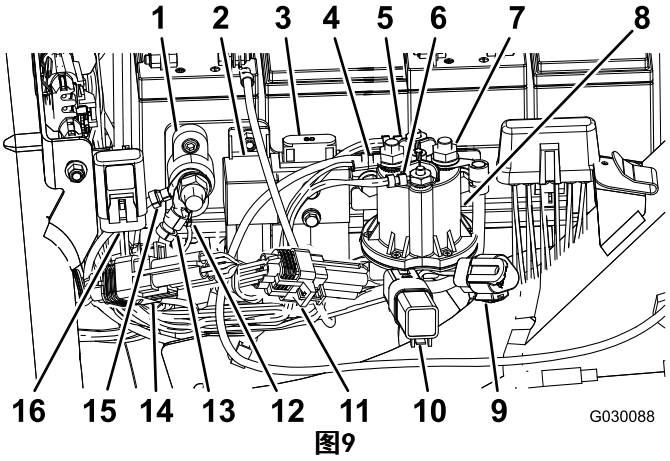

图9
11. 拆下并丢掉保险丝 （10A, 58V） 上的帽，如 图 9 所示。
12. 将带保险丝 （10A, 58V） 的端子插入机架上安装的现有帽中（图9）。
13. 连接 E-Reels 启动继电器连接器 （P07），如 图 9 所示。
14. 将线束上的开关端 90 度 （J07） 连接器连接至接触器 （48VDC） 上的后端子，并固定到端子上（图9）。
16. 将 2 个主接触器线圈连接器连接至接触器 （48VDC），如 图9 所示。
17. 将标记有“电池端”的电线和电池断开电线连接至接触器 （48VDC） 上的前端子，如 图9 所示。
19. 连接 ID 模块 （P08），如 图9 所示。
20. 连接 CAN 接口模块 （P10），如 图9 所示。
24. 将接地端子连接器（J06 和 J08）连接至地线盒（图9）。